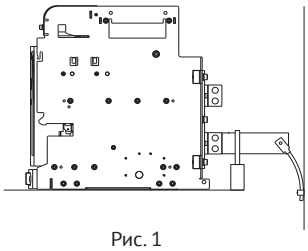

Рис. 1
- удлиненные выводы должны иметь изолированную опору, а кабель должен быть закреплен на твердой поверхности (рис. 1);